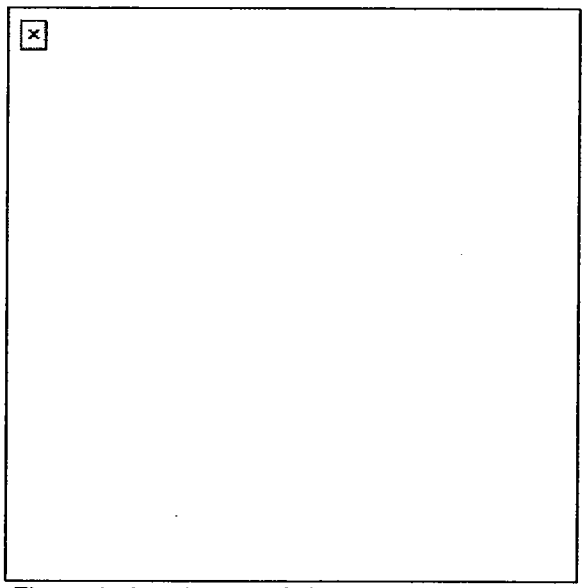

Figure 6. Attachment of clamps to M4 pedestal.
c. Attach the middle clamp to the M4 pedestal (A, Figure 6).
(1) Assemble the middle clamp around the pedestal, about 2 inches below the welded pin (B, Figure 6). Tighten the clamp by turning the train lock clockwise. Using 9/16 wrench, equally tighten the hex head screw on other side of clamp.
(2) Attach two support clamps. Using two 9/16 wrenches, attach one support clamp above and below the already installed middle clamp. Tighten each screw two turns until snug.